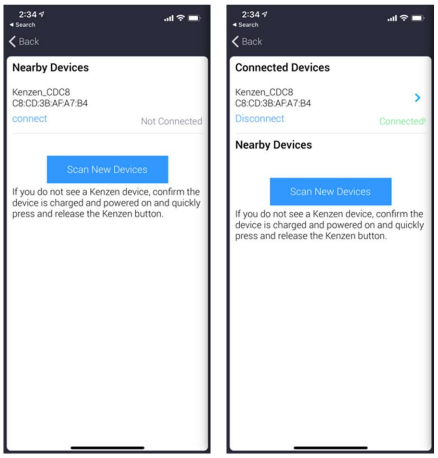

Figure 12: Device Connection Status
7. Select “Connect” when the device appears. If a device does not automatically appear, select ”Scan New Devices” and repeat the step if necessary (Figure 12)
8. Select “**Back**” in the upper left corner when your device has successfully connected, indicated by Connected! in green lettering (Figure 12).